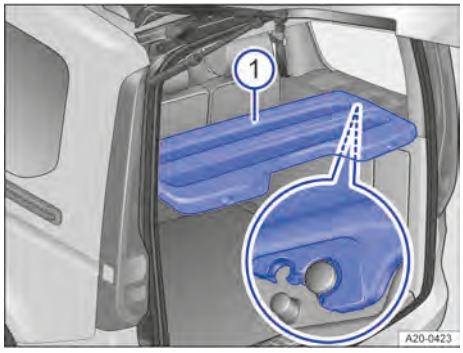

**Fig. 136** En la zona de carga: cubierta.
4. Desplace la cubierta hasta que encastre en las fijaciones grandes → fig. 136.
2. Encastre la cubierta en las dos fijaciones pequeñas → fig. 136.